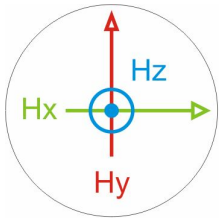

Рис.3.6. Схема ориентации катушек феррозондовых преобразователей внутри корпуса
3.6.3. Ориентация катушек феррозондовых преобразователей внутри корпуса схематично изображена на торцевой поверхности преобразователя магнитного поля (рис.3.6).